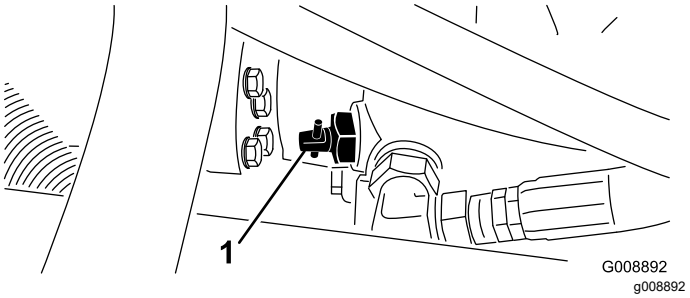

Figuur 44
1. Ga naar het omloopventiel op de pomp (Figuur 44) en draai deze 90°.